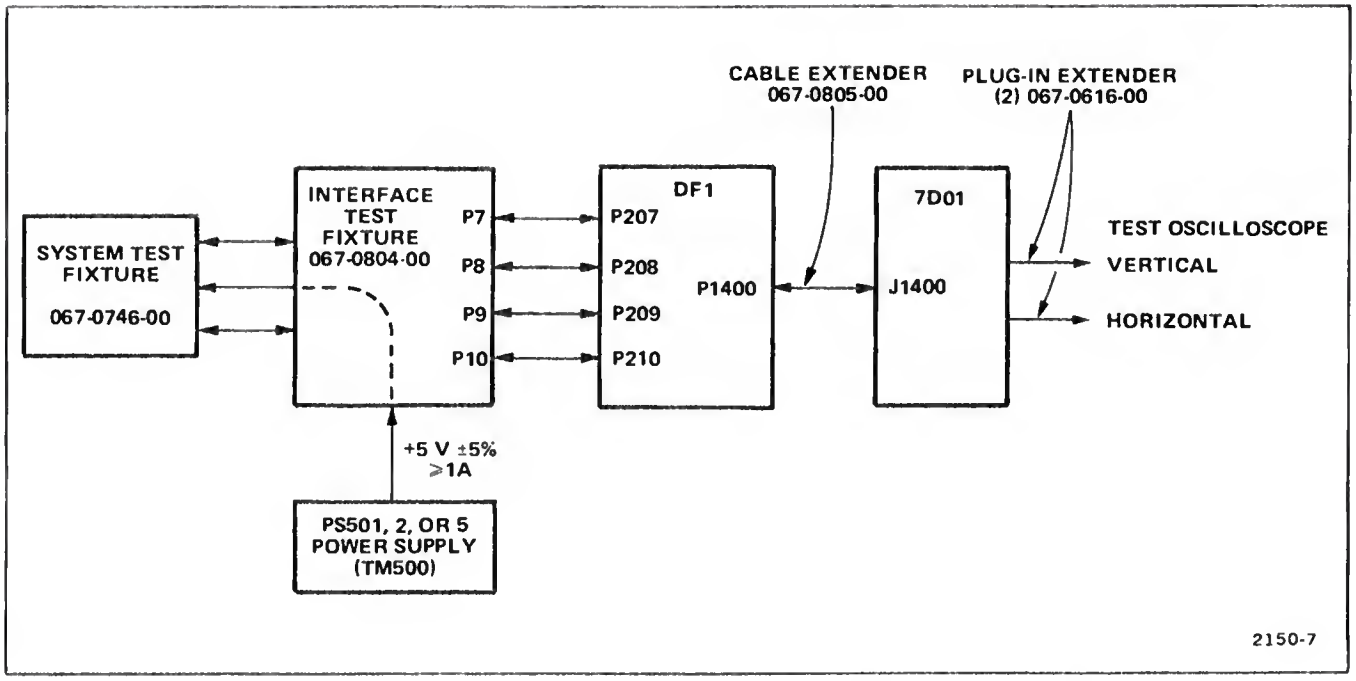
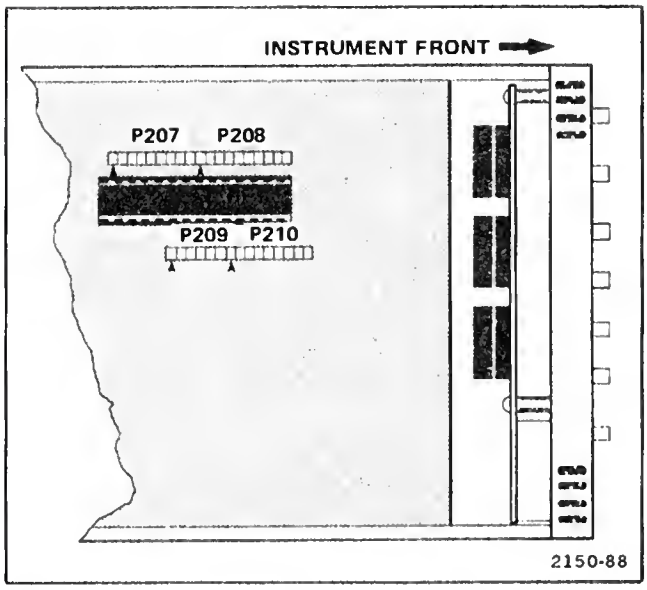

Figure 4-1. Test equipment setup for troubleshooting the DF1 Digital Formatter.
Figure 4-2. Partial view of Intelligence circuit board. Shows pin location and indexing for connection to the Interface Test Fixture.
a. Connect test equipment as shown in Figure 4-1. The Interface Test Fixture is connected to the DF1 Intelligence circuit board as shown in Figure 4-2.
c. Press the STOP button; the ABA (address bus available) indicator should light. If the ABA indicator does not light, press the RESTART button. If the ABA indicator still does not light, recheck the test equipment setup illustrated in Figure 4-1. Also, check the DF1 clock circuits (01, 02), reset circuit, power supplies, and the Halt line (pin 2 of U264). Check that the BA output (pin 7 of U264) is not excessively loaded or shorted (low). If the ABA indicator does not light, and all the above functions operate properly, either the test fixture or U264 is defective.